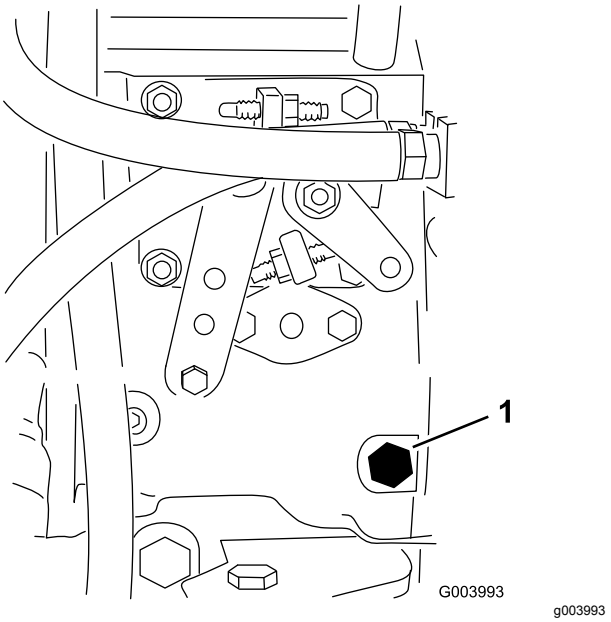

Figur 21
3. Åbn udluftningsskruen på brændstofindsprøjtningspumpen (Figur 21) med en 12 mm nøgle.